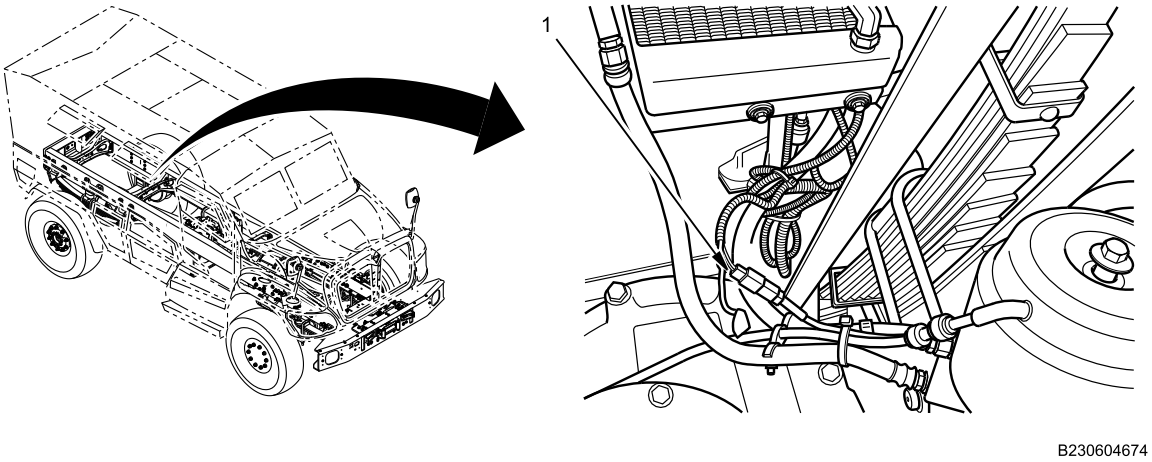

Figure 3. Left Two-Pin Connector.
7. Disconnect two-pin connector (Figure 3, Item 1) from left rear brake backing plate.